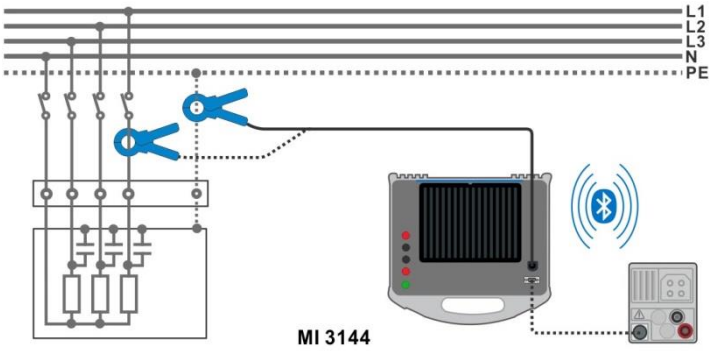

Figure 7.79: Current Clamp Meter measurement
- Connect MI 3152(H) instrument with MI 3144 Euro Z instrument via serial RS232 or pair them using Bluetooth communication. See chapter ***4.6.5.1 Configuration of measuring adapters***.
- Check Bluetooth communication active sign if MI 3144 Euro Z 800 V instrument is connected to MI 3152(H) instrument via Bluetooth communication.
- Wrap the object under test with the measuring clamp. See ***Figure 7.79***.